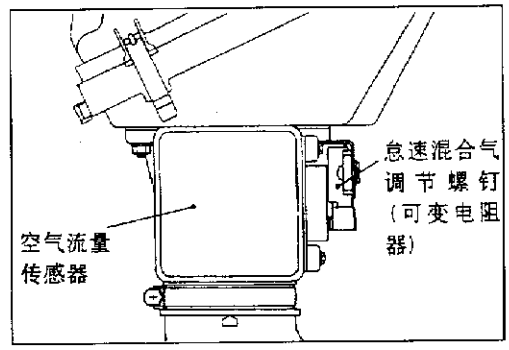

图2-1-6
(7)如果偏离标准值，应调整怠速混合气调节螺钉(可变电阻器)，把怠速混合气调到规定值，如图2-1-6所示。怠速混合气调节螺钉应使用专用工具(MAS螺丝起子)来转动。